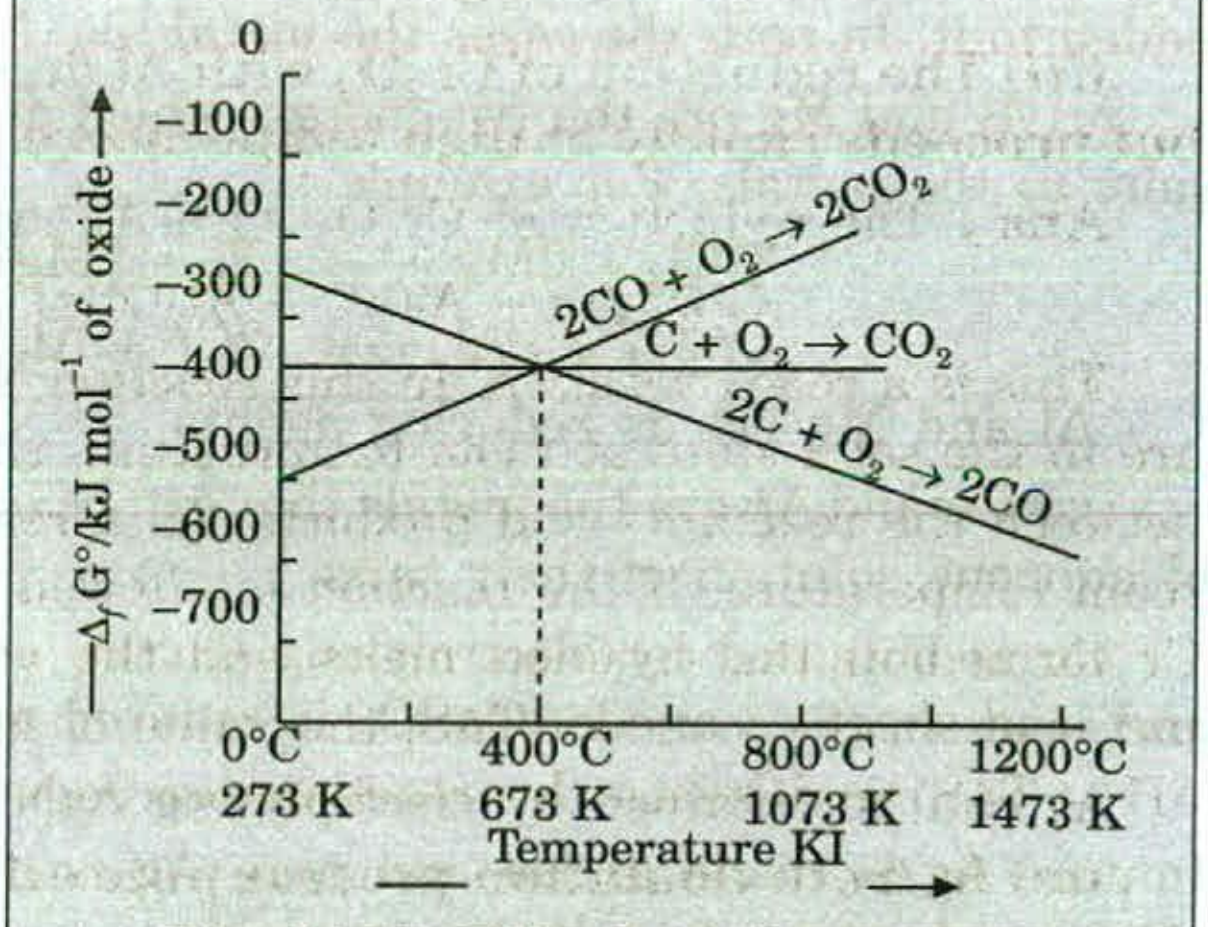

Fig. 14.10. Ellingham diagram for the formation of CO from C, CO_2 from C and CO_2 from CO
In reaction (*i*), since 2 volumes of CO(g) are produced by 1 volume of $O_2(g)$, (increase in volume), ΔS for this reaction is positive and hence the value of $\Delta G°_f$ (C → CO) becomes more negative as temperature increases ($\because \Delta H°_f = \Delta H - T\Delta S$). Consequently, C → CO line in Ellingham diagram given in Fig.14.10. slopes downwards.
In reaction (*ii*), since the value of $CO_2(g)$ produced is the same as that of $O_2(g)$ used, ΔS for this reaction is very small and hence the value of $\Delta G_f°$ for ($C \rightarrow CO_2$) does not change with tempreature. Consequantly, $C \rightarrow CO_2$ line is almost horizontal (*i.e.* parallel to the temperature axis) (See Fig. 14.10)
In reaction (*iii*), Since 2 volumes of CO_2 are produced by 3 volumes of the reactants, ΔS for this reaction is negative and hence the value of ($CO \rightarrow CO_2$) is more positive as the temperature increases. Consequently $CO \rightarrow CO_2$ line slopes upwards as shown in Fig. 14.10. C → CO, $C \rightarrow CO_2$ and $CO \rightarrow CO_2$ lines cross at 673K. Below this tempreature, C and CO both can reduce metal oxides (MO) to metals (M) and C/CO are oxidised to CO_2. Now since CO is more easily oxidised to CO_2 than C is oxidised to CO_2, below 673K CO reduces